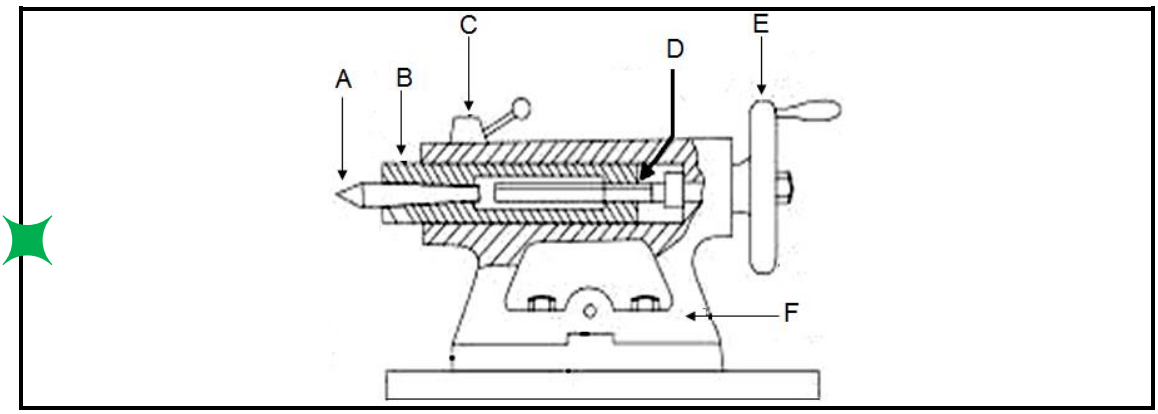

FIGURE 4
3.3 FIGURE 4 shows a tailstock used on a centre lathe.